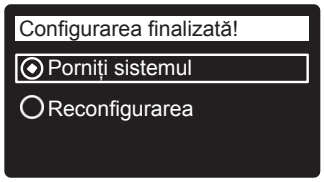

FIG. 29
22. Naciśnij SELECT (⬭). Ecranul va afişa“Setup complete!”(Configurarea finalizată) (fig. 29).
24. În cazul în care sunt necesare modificări, asiguraţi-vă că la **Run syste** (Porneşte sistemul) este un punct (fig. 29) și apăsaţi SELECT (⬭). Dispozitivul începe funcționarea normală, așa cum este descris la pagina 15.